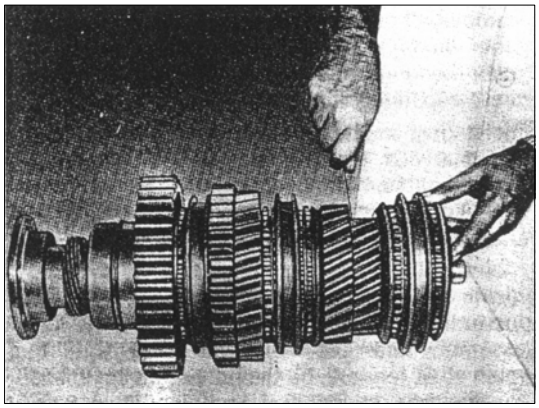

РИС. 239
14) Выберите регулировочную стопорную шайбу нужной толщины и перемещайте её по вторичному валу так, чтобы паз регулировочной стопорной шайбы смотрел наружу. Зафиксируйте шайбу на месте, провернув её вправо или влево спец. инст.№ 2505 5890 0109. Проверьте осевой зазор собранных шестерен на ведомом вале (см. рис. 239). Осевого зазора быть не должно (регулировочные стопорные шайбы бывают 15 размеров: по толщине от 6,9 до 8,00мм).
18) Когда передачи собраны на вторичном вале проверьте зазоры между пазами блокирующими кольцами и зубчатыми венцами передач (см. рис. 239). Следует поддерживать такое минимальное расстояние: